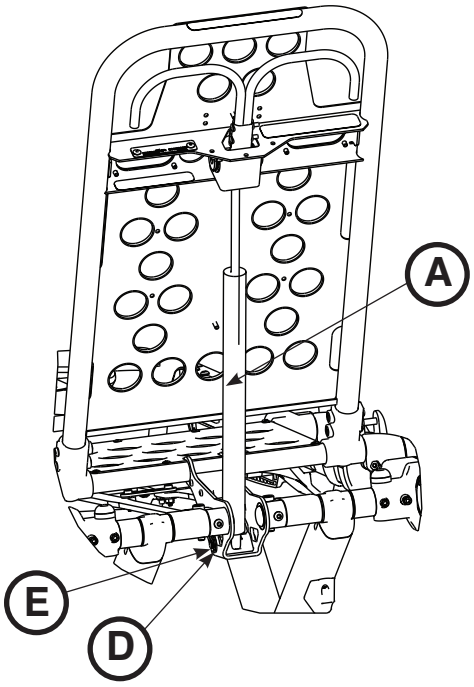
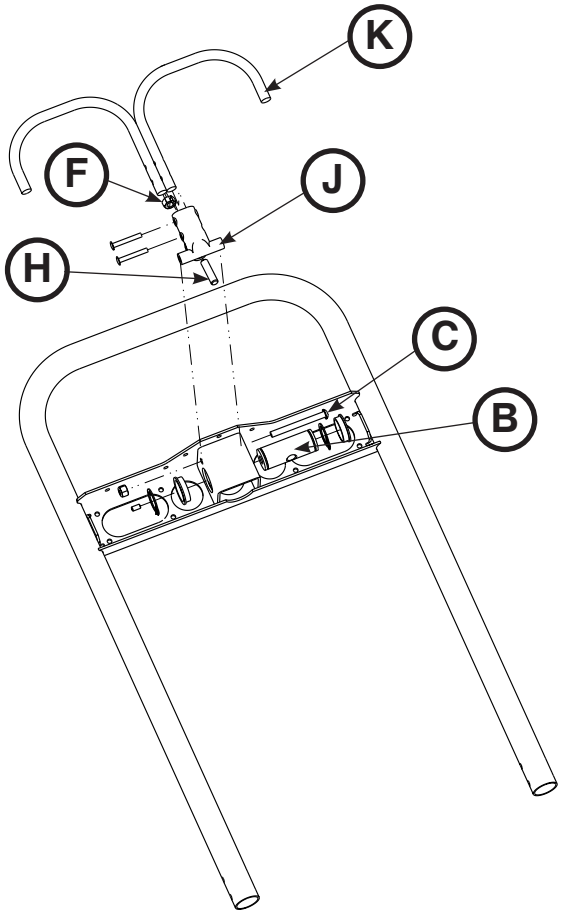

Figura 68
Figura 69
Nota: Antes de continuar com o procedimento de ajuste do descanso para as costas, garantir de que o cilindro (A) está completamente enroscado no suporte (B) para que não fiquem nenhumas roscas visíveis no eixo do cilindro. Se estiverem visíveis roscas, utilizar uma chave sextavada de 3/32” para remover o parafuso de ajuste (C) no centro do suporte. Com uma chave de parafusos de ranhura pequena, remover o clipe e pino em E (D e E) que suportam a parte inferior do cilindro pneumático. Enroscar o eixo do cilindro (A) completamente no suporte (B). Voltar a colocar o clipe e pino em E (D & E) e voltar a colocar o parafuso de ajuste (C) com Loctite®. (Figura 68 e Figura 69)
2. Com uma chave combinada de 1/2”, desapertar a porca sextavada (F) na articulação do descanso para as costas (J) enquanto se mantém o parafuso de ajuste (H) preso na articulação (Figura 69).
3. Com uma chave sextavada de 5/32”, rodar o parafuso de ajuste (H) até não existir folga entre a pega de desengate do descanso para as costas (K) e o botão de libertação do cilindro pneumático (Figura 69).
5. Com a chave combinada de 1/2”, apertar a porca sextavada (F) enquanto se mantém o parafuso de ajuste preso na articulação (Figura 69).